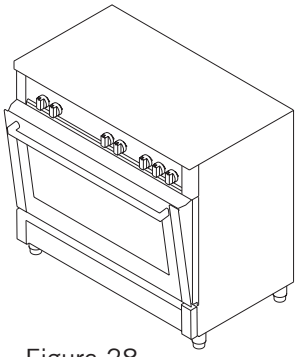

Figura 28
4. Em seguida, fixar o painel de segurança entre o forno e a tampa frontal, fechando suavemente a tampa. (figura 28)